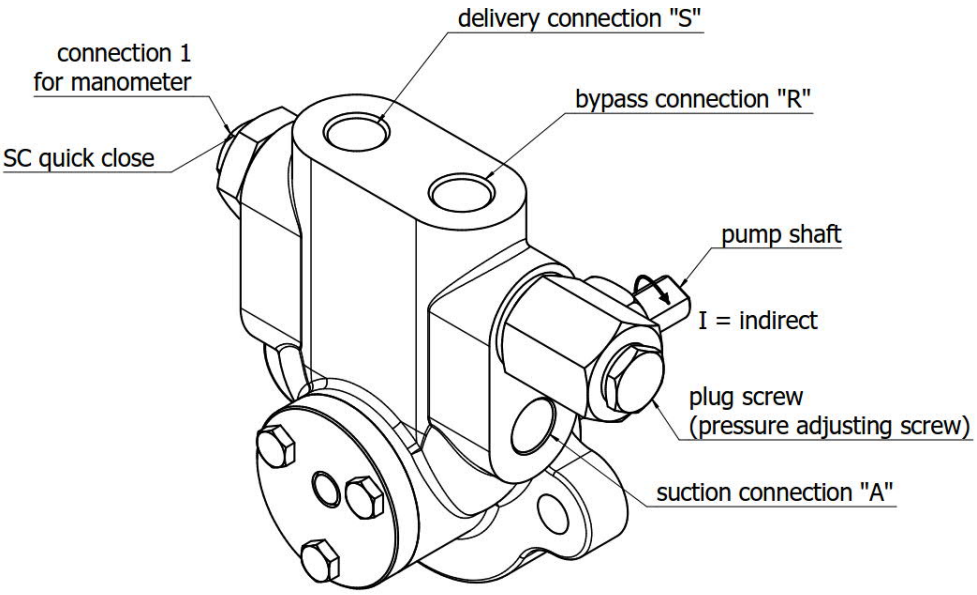

Fig. 1. (Excample for direction of rotation „I“)
- The suction connection (see Fig. 1) of the pump is filled with oil. Then the suction line is connected to thread connection „A“.
- The pressure/delivery line connect to thread connection „S“ and the bypass line connect to thread connection „R“. When the pump is realized with SC (quick close) connection, the delivery line connect to SC. (Fig. 1)
- Remove the screw plug for connecting the manometer 1 (Fig. 1). The pressure gauge shows the delivery pressure. Observe using manometers with the right pressure range (according to the pump's pressure range).
- For pressure regulation, the plug screw (see Fig. 1) must be removed.